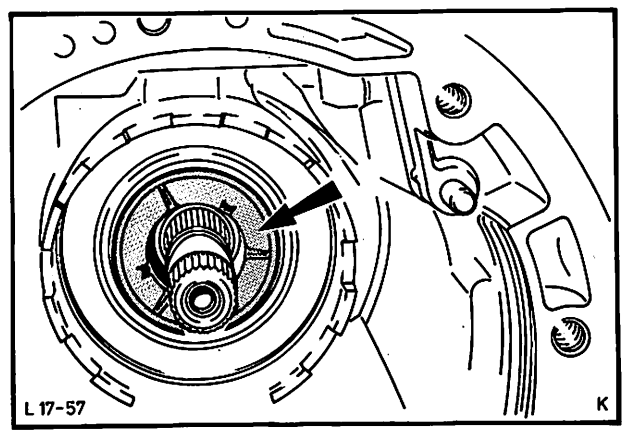

Abb. 85 Anlaufscheibe Nr. 7 im Getriebegehäuse
38. Anlaufscheibe Nr. 7 mit Öl in das Gehäuse einsetzen, Abb. 85, Hohlrad montieren und mit Sprengring sichern.